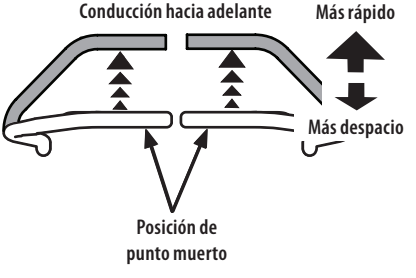

Fig. 21
1. Mueva las palancas de control de la transmisión de barras de seguridad lenta y suavemente hacia adelante. El tractor comenzará a desplazarse hacia adelante (Fig. 21).